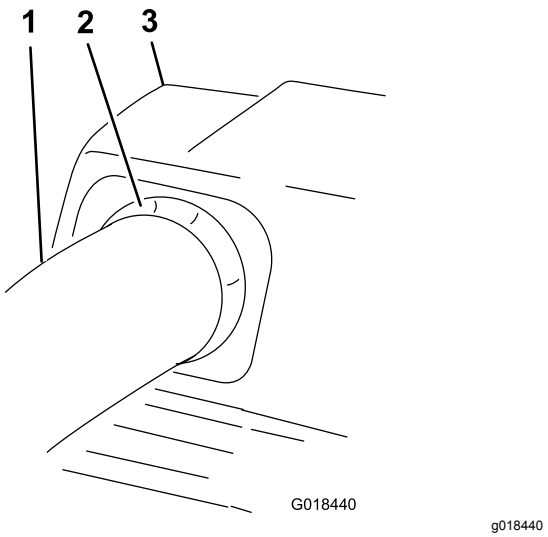

Figuur 29
11. Trek de bovenste buis er een beetje uit zodanig dat de dichting naar buiten steekt, over de onderste buis (Figuur 29).
20. Trek de bovenste buis er een beetje uit zodanig dat de dichting naar buiten steekt, over de blazer (Figuur 29).